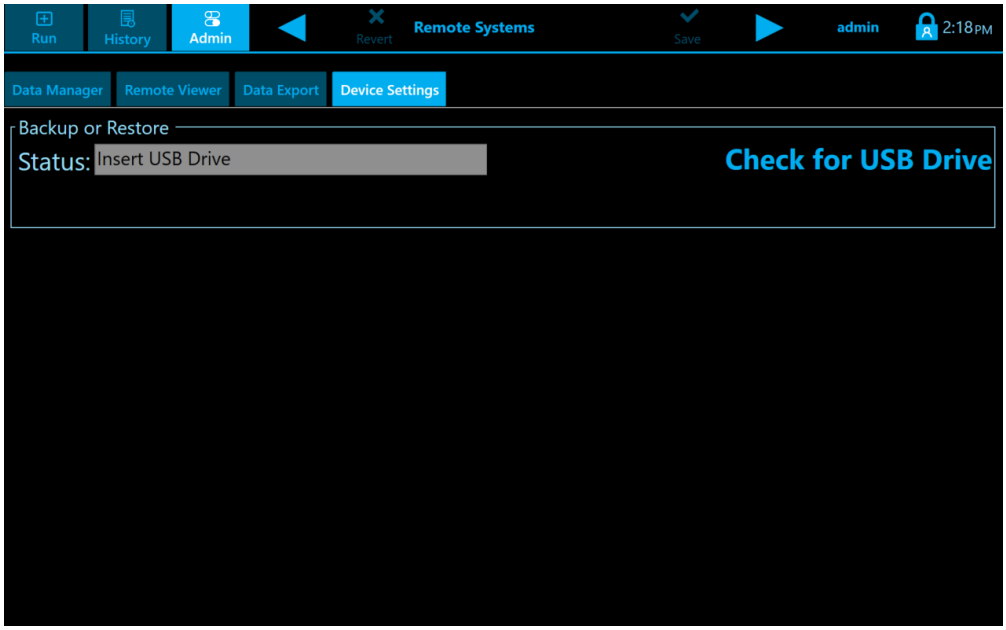

Figure 72. Device Settings Dialog Screen
4. Device Settings- Use this function to save the administrator-implemented configuration settings, except for language settings, to a USB memory stick. The configuration settings can be used to restore the settings on a Quantra System or configure other Quantra Analyzers to the same settings. Choose this tab to archive data on the Quantra System (Figure 72).